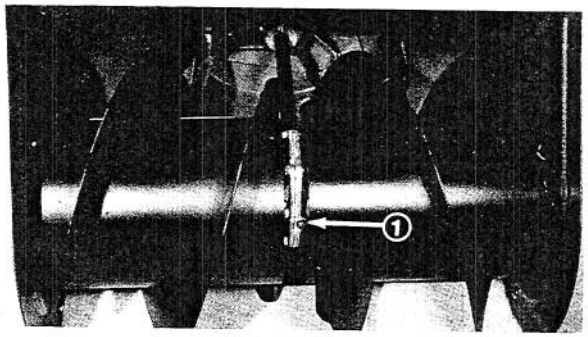

Figure 31
4. Put a drain pan below the pipe plug (Fig. 31) at front of auger gear box and remove pipe plug: refer to Check Auger Gear Box Oil, page 9.
7. Thread pipe plug back into gear box (Fig. 31).